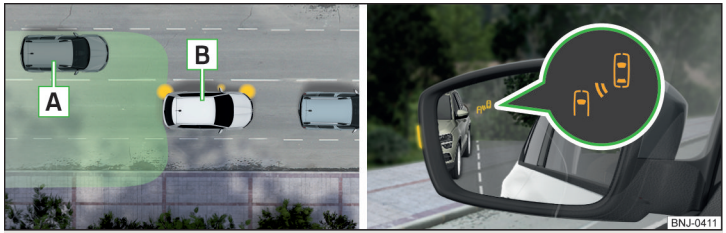

Fig. 153 **Situación de conducción / Testigos de control en el retrovisor izquierdo avisa sobre la situación de conducción**
- Su vehículo B es adelantado por el vehículo A » fig. 153.